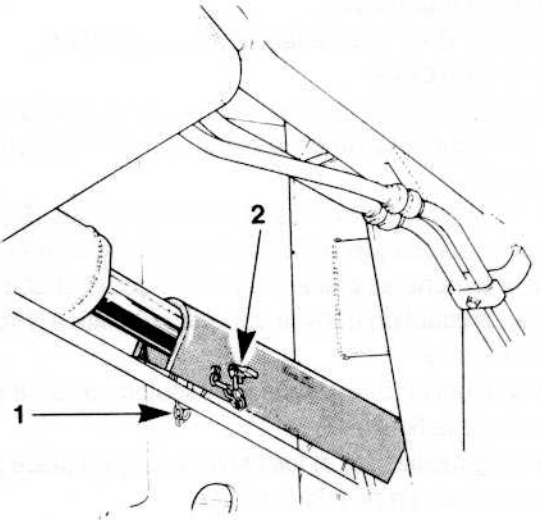

fig 47
Retirer la clavette (1) et la plaquette d'arrêt, puis abaisser le tirant (3) doucement sur la tige du vérin de benne. Remonter la plaquette et la clavette pour fixer le tirant sur la tige du vérin (fig. 47).